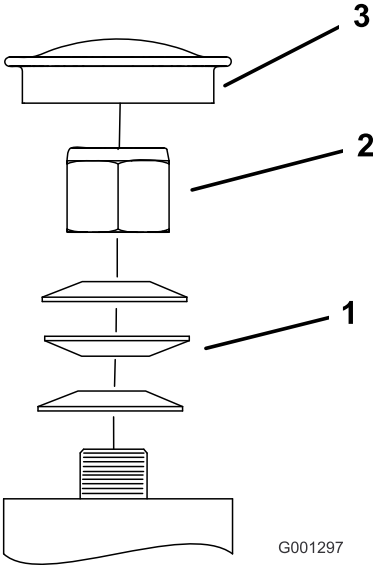

Figur 69
3. Fjern støvhætten fra styrehjulet, og spænd låsemøtrikken (Figur 69).
4. Spænd låsemøtrikken, indtil fjederskiverne er flade, og skru derefter 1/4 omgang ud for at indstille forspændingen på lejerne korrekt (Figur 69).
Vigtigt: Sørg for, at fjederskiverne monteres korrekt som vist i Figur 69.
5. Monter støvdækslet (Figur 69).